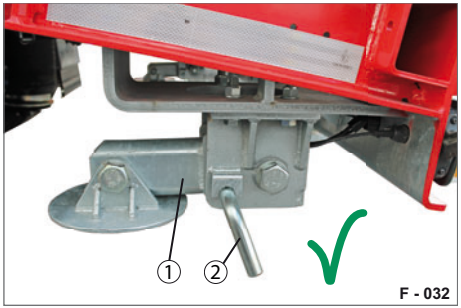

Abb. 65 Klappstütze hochgeklappt / gesichert
▶ Drehen und ziehen Sie den Steckbolzen (Abb. 65/2) heraus.
▶ Klappen Sie das Stützbein mit Stellfuß (Abb. 65/1) hoch.
▶ Stecken Sie den Steckbolzen (Abb. 65/2) in die Bohrung hinein und drehen Sie diesen nach unten.